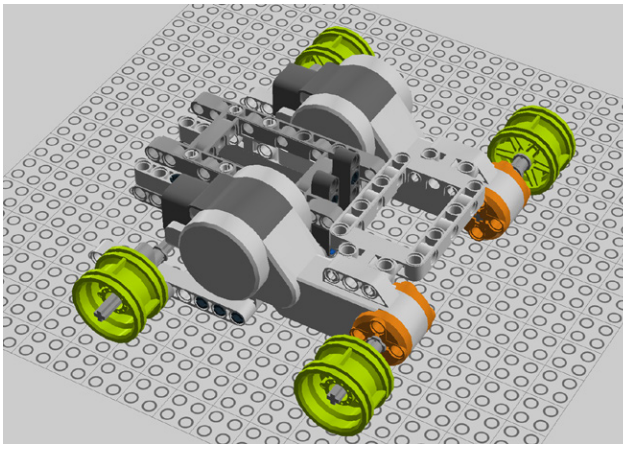

Figure 7-42. *Step 35: Attaching the rims*
35. Throw on some rims to make it look like a car (see Figure 7-42)!